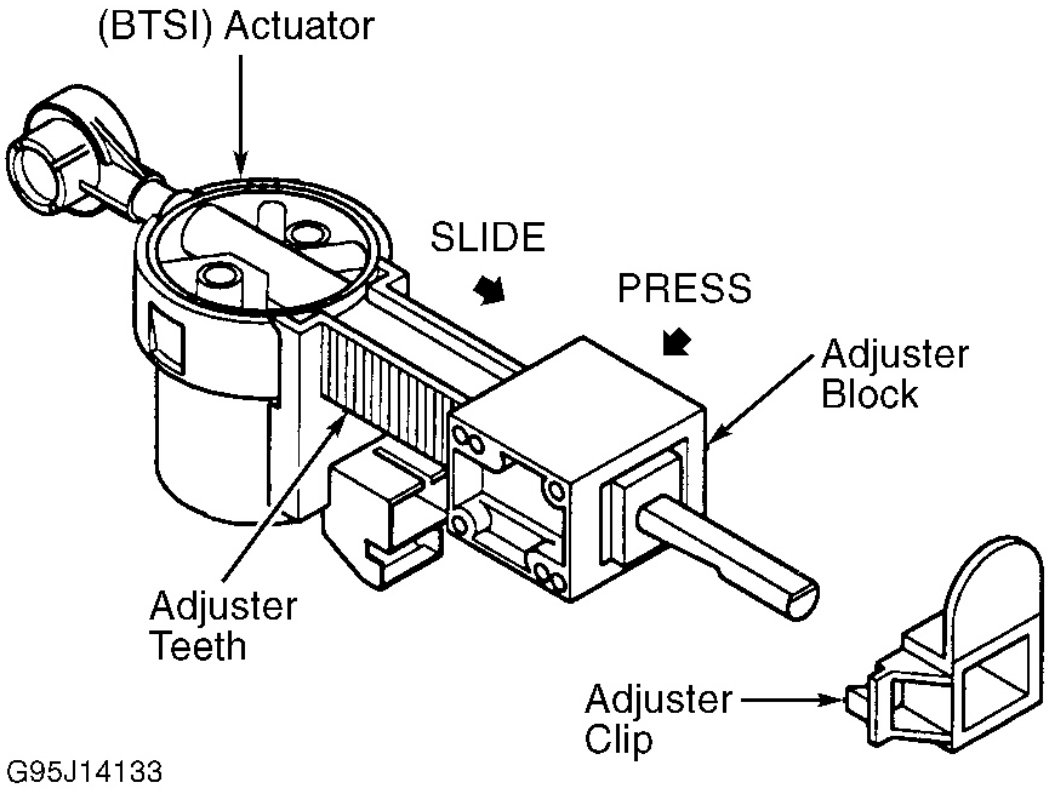

Fig. 1: Adjusting BTSI Actuator ("C" & "H" Bodies)
3. Remove interlock solenoid by prying actuator end fitting from shift lever stud and prying adjuster block from bracket. Remove retaining clip. Compress adjuster block to release, slide away from solenoid as far as possible. See **Fig. 1** . With shift lever in Neutral, reinstall solenoid. Move shift lever to Park, BTSI solenoid actuator is now properly adjusted. Reinstall adjustment retaining clip.